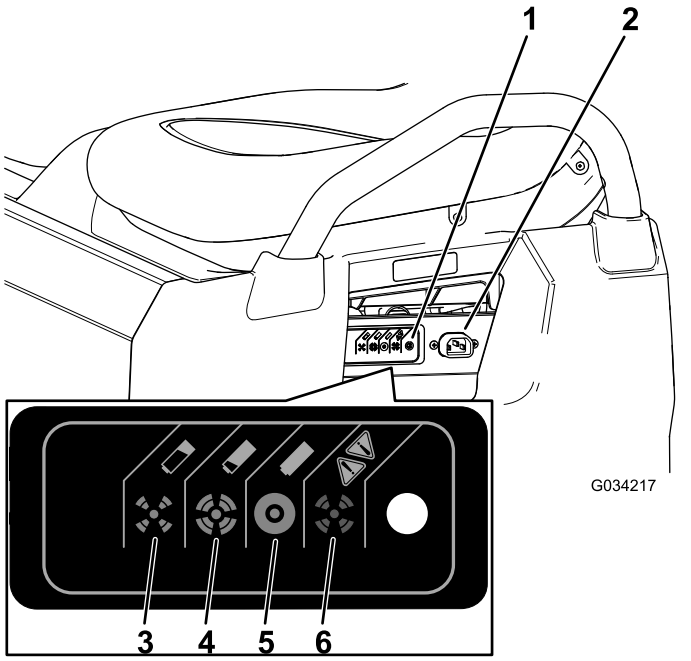

Figur 39
3. Koble en **16 måler (eller større diameter), 2,5 m eller kortere laderledning** til ladeinngangen på maskinen (Figur 39).
Se følgende tabell og Figur 39 for informasjon om betydningene til de ulike fargene til statuslampen for laderen.